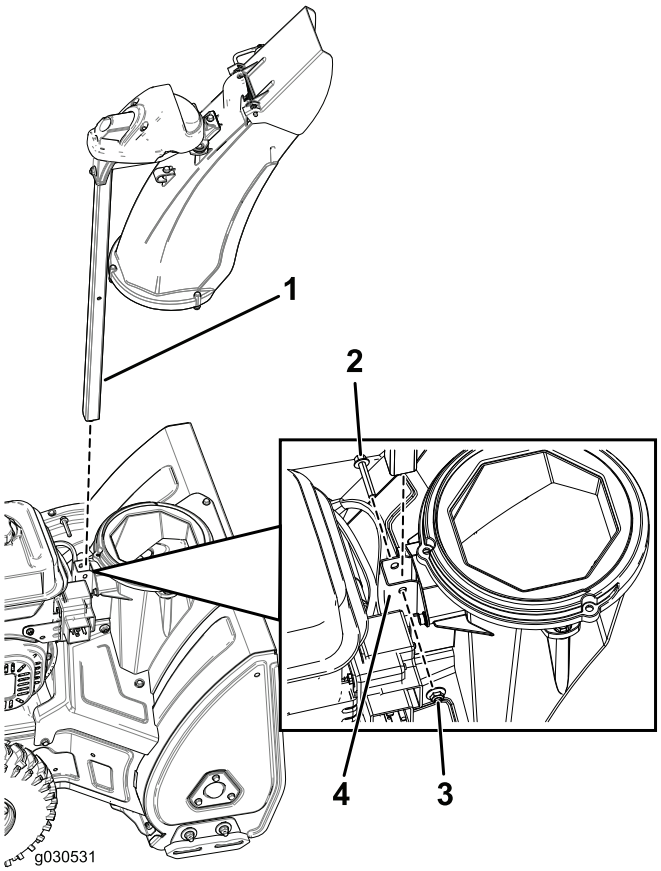

Figura5
1. Introducei suportul jgheabului prin consola din baza mainii i fixai-o cu ajutorul unui urub i al unei contrapiulie (Figura5).